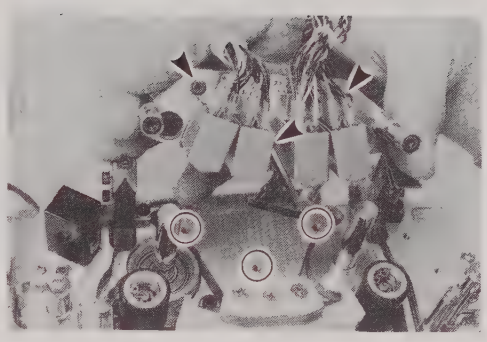

Fig. 5-14
E) Replacing the magnetic head assembly (Fig. 5-14)